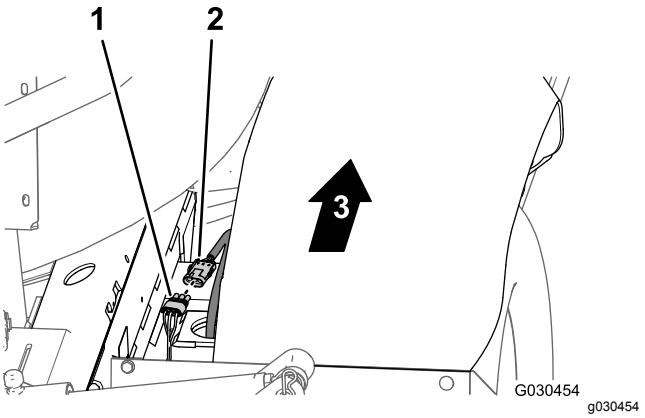

Figur 96
2. På baksidan av maskinen (mellan höger ramrör och höger stänkskärm) ansluter du den omärkta kontakten med tre stift på det bakre kablagets 30,5 cm långa del till kontakten med tre uttag på det högra kablaget för drivmotorns hastighetsgivare (Figur 96).